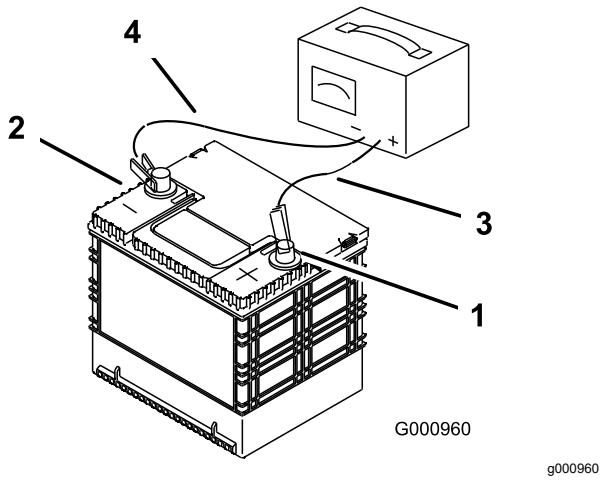

**Figuur 51**
3. Zodra de accu volledig is opgeladen, haalt u de acculader uit het stopcontact en maakt u vervolgens de oplaadkabels los van de accuklemmen (Figuur 51).